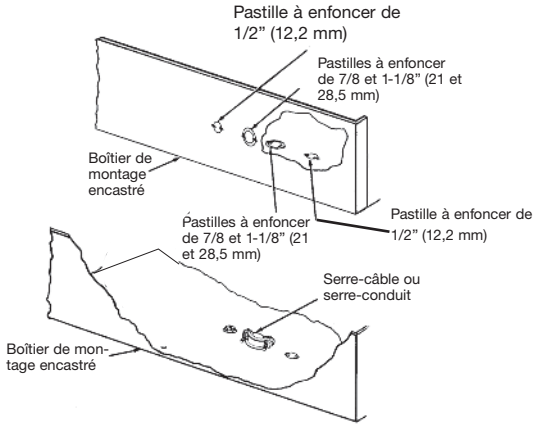

Figure 6
3. Enlevez le boîtier de montage encastré (Figure 6) du carton contenant l'enceinte de montage encastré, de type REA.
4. Retirez l'une des ouvertures amovibles près de la vis de terre et installez un connecteur de câble ou de conduit (Figure 6).